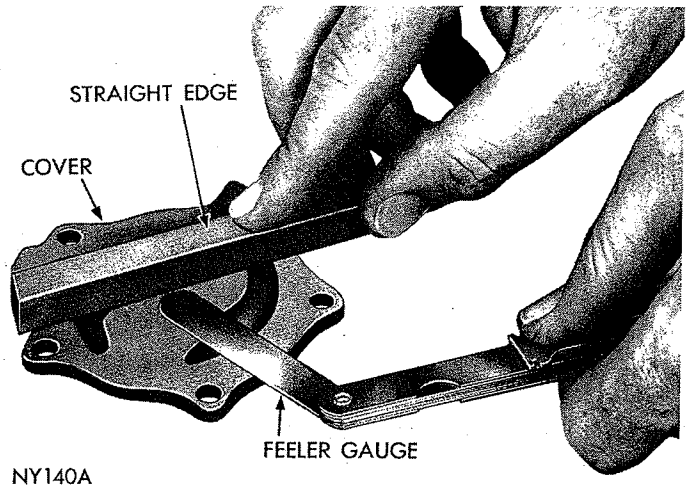

***Fig. 52—Measuring Oil Pump Cover Flatness***
(2) Lay a straightedge across the oil pump cover surface (Fig. 52). If a .0015 inch feeler gauge can be inserted between cover and straightedge, cover should be replaced.